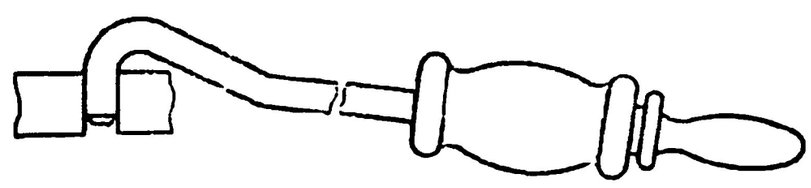

Рис. 33. Съемник И801.18.000 крышек коренных опор коленчатого вала
10. Съемником И.801.18.000 (рис. 33) снимите крышку *3* (см рис 32) коренного подшипника третьей опоры, выньте нижний вкладыш *7* из коренной шейки, протрите крышку	Съемник